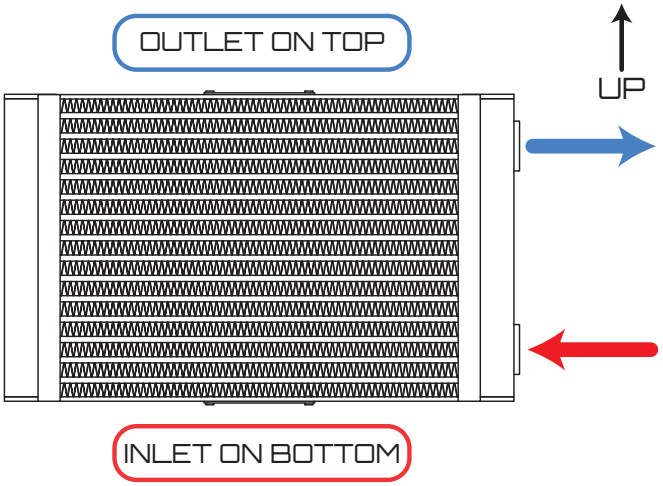
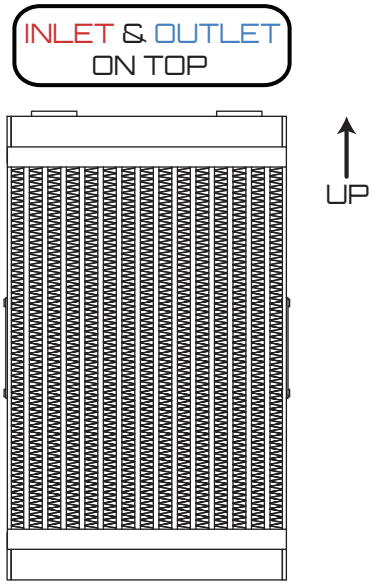

Figure 1 - Horizontal Plumbing Configuration
Figure 2 - Vertical Plumbing Configuration
- The best plumbing configurations are shown in Figure 1 and Figure 2.